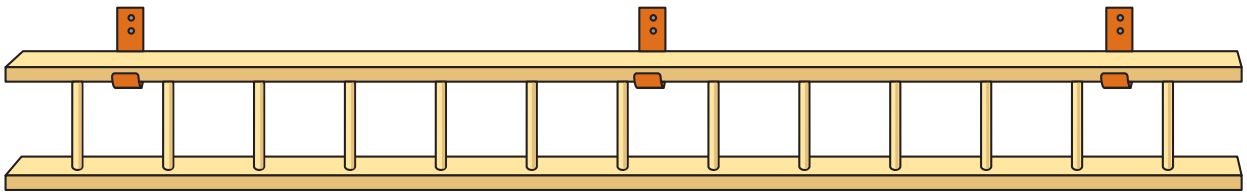

Figure 7-2 Storing a Ladder
- Store straight ladders horizontally in a dry, ventilated place, as shown in **Figure 7-2**.